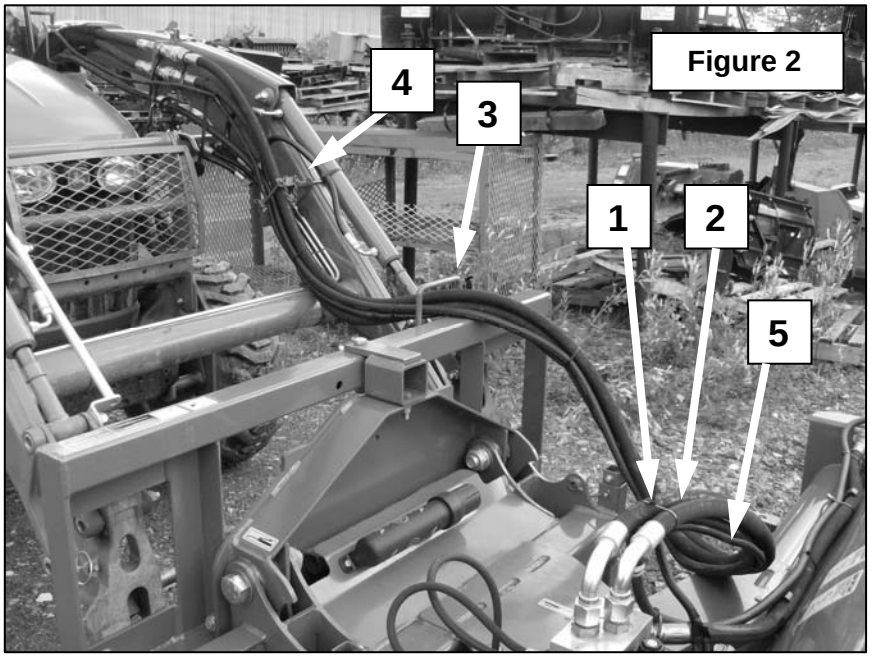

Figure 2
1. **Figure 2:** Insert the hydraulic hoses and the electric harness (items 1, 2 and 5) through the hose support of the universal hitch (item 3) then through the front support of the loader (item 4). Make sure the hose protector (not shown) is under the bar of the universal hitch hose support (item 3). Place the other hose protector (not shown) along the elements in contact with the hoses.